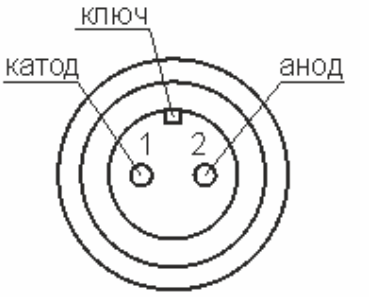

Рис.4.
8.2. Цоколевка разъема инверсно-магнетронного манометрического преобразователя с холодным катодом ПММ-32-1 приведена на рис.4.